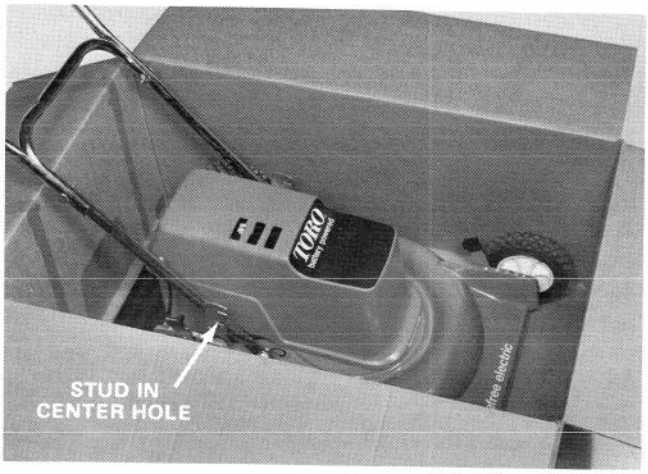

Figure 3
4. Move handle latches until handle studs snap into center latch hole (Fig. 3).